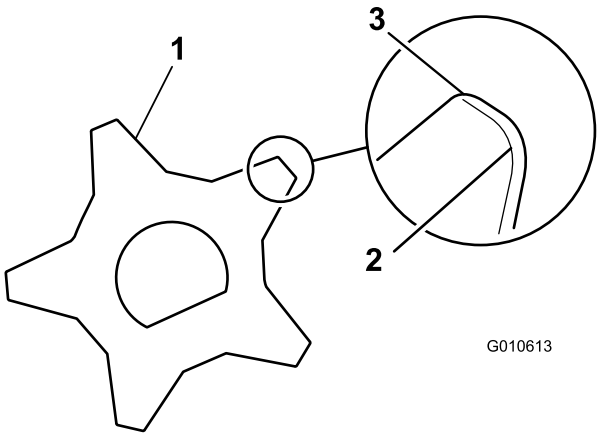

Figuur 37
13. Monteer de as in omgekeerde volgorde zodat de scherpste rand van het mes naar voren wijst (Figuur 37).